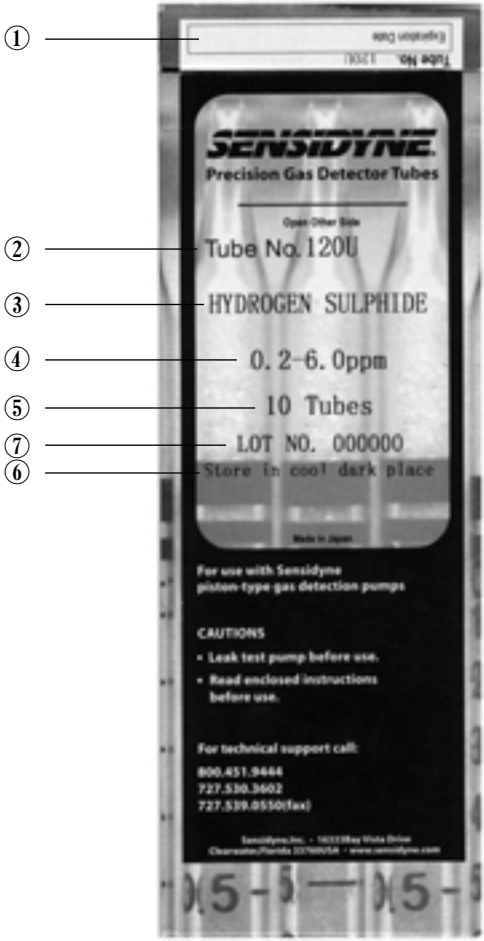

FIG. 2.12 DETECTOR TUBE BOX
(1) On the tube box (See FIG. 2.12)
① Expiration date of shelf life
② Tube number (catalogue number)
③ Gas or vapour to be detected
④ Measuring range
⑤ Quantity of tubes in the box
⑥ Storage instructions (Refer to 1.4.6)
⑦ Manufacturing lot number